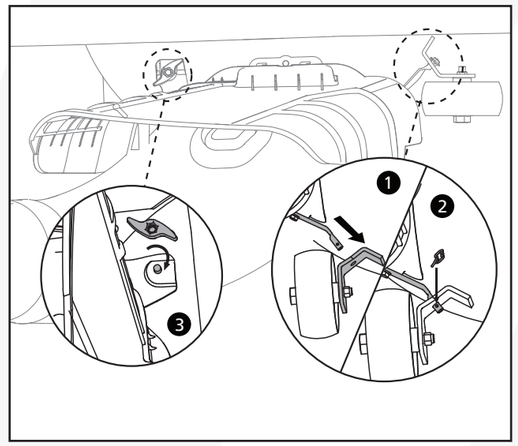

Fig. 12
6.Inserte el tubo de salida de hierba a través del orificio en el soporte de montaje de la rueda protectora (1, Fig. 12) y fíjelo con la chaveta que se incluye (2, Fig. 12). Inserte el orificio del tubo de salida de hierba sobre la barra roscada de la cubierta y fíjelo con la tuerca de mariposa suministrada (3, Fig. 12).